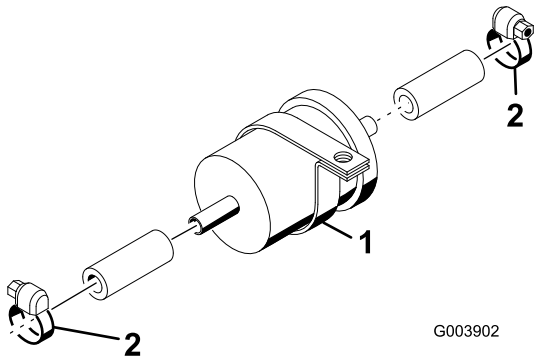

Figur 56
3. Løsne slangeklemmene i begge endene av filteret, og trekk drivstoffslangene av (Figur 56).
5. Skyv drivstoffslangene på det nye førfilteret, og fest dem med slangeklemmene (Figur 56).